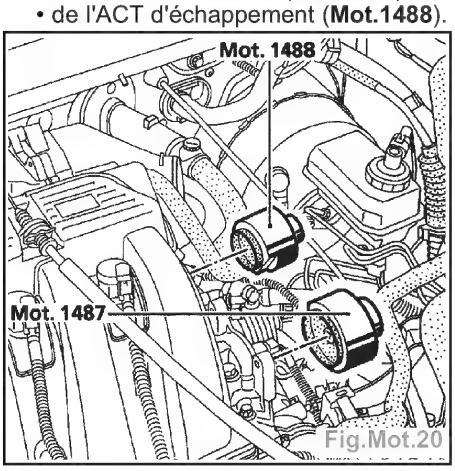

Fig.Mot.20
- les bouchons d'étanchéité neufs à l'aide des outils (Fig.Mot.20) :